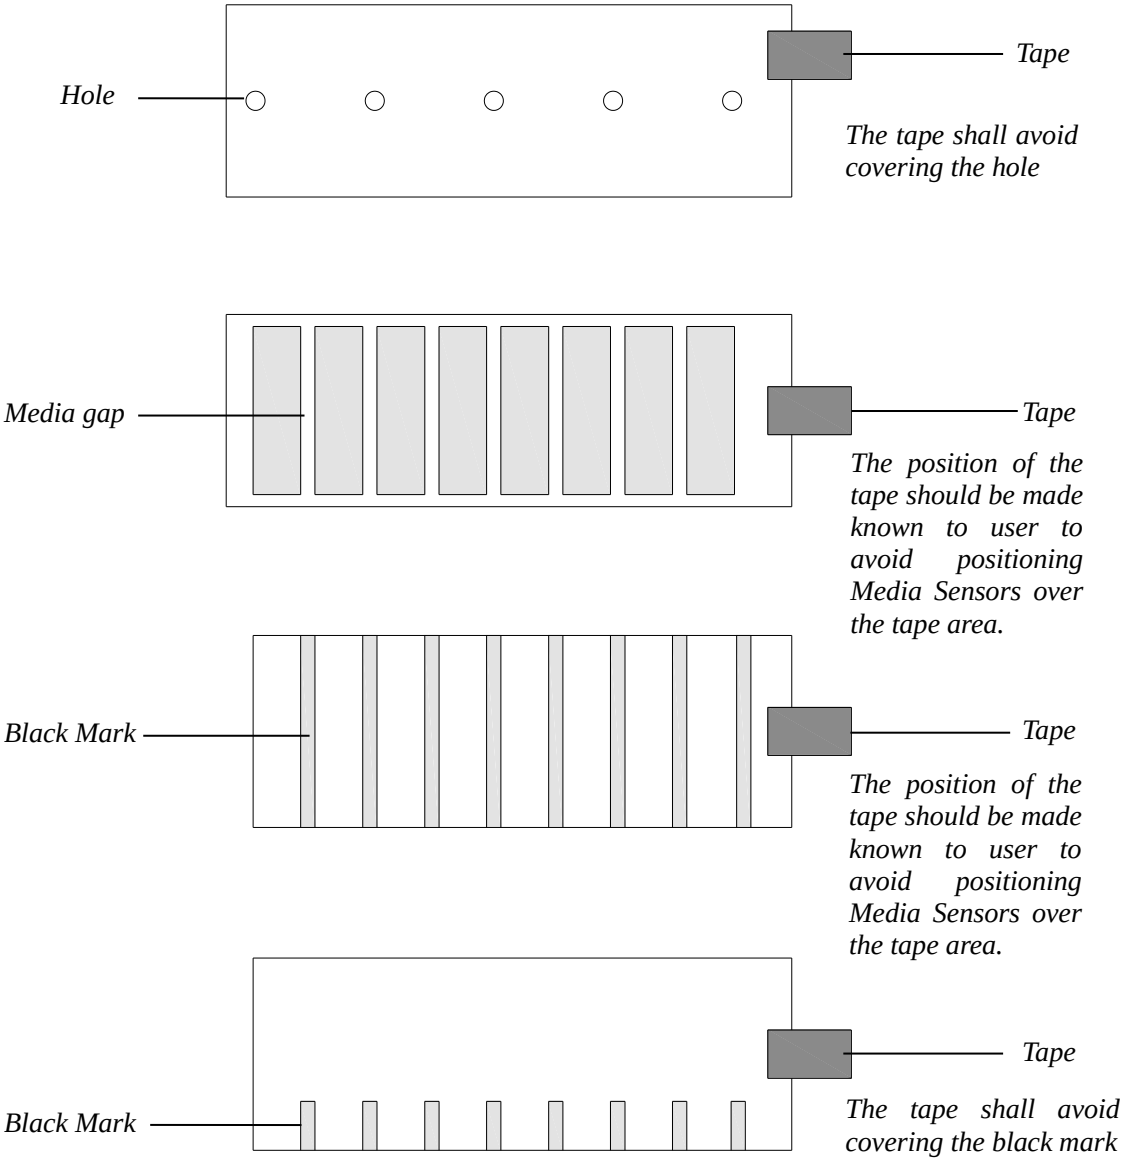

Figure 3-3 End-fixing Tape Position
- *When roll media is produced, the media end would be fixed on the media core with duct tape or scotch tape. If your printer cannot detect the Media Out signal well, please refer to Figure 3-3 to check the position of the tape.*